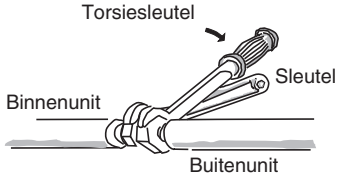

Afb. 5-6
(2) Gebruik de opgegeven aandraaikracht om de afsluitende moeren en wartels vast te draaien.
- Gebruik 2 instelbare steeksleutels (baco's) bij het verwijderen van de moeren en wartels van de verbindingen, of wanneer u ze na het verbinden van de leidingen weer vastzet. (Afb. 5-6)